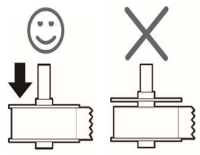

Figura 2
- Ghidajul pentru bobina etichetei trebuie împins la același nivel cu rola etichetei, fără niciun spațiu. Vezi Figura 2.
5 Glisați ghidajul bobinei pe partea dreaptă a bobinei și apăsați strâns ghidajul pe partea laterală a rolei de etichetă, **fără a lăsa niciun gol** între sul și bobină. Vezi Figura 2.